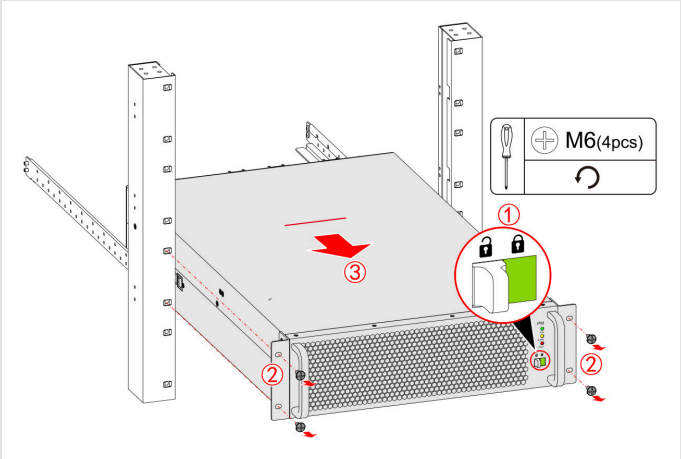

FIGURE 7-3 Remove: ready switch unlocked (1), screws out (2), pull out, press the positioning lock (3)
4. Raise the lift truck to the module. Pull the module out slowly by its handles. When the red line on its side appears, press the positioning lock on the left side and pull the module out smoothly onto the lift truck (Figure 7-3).